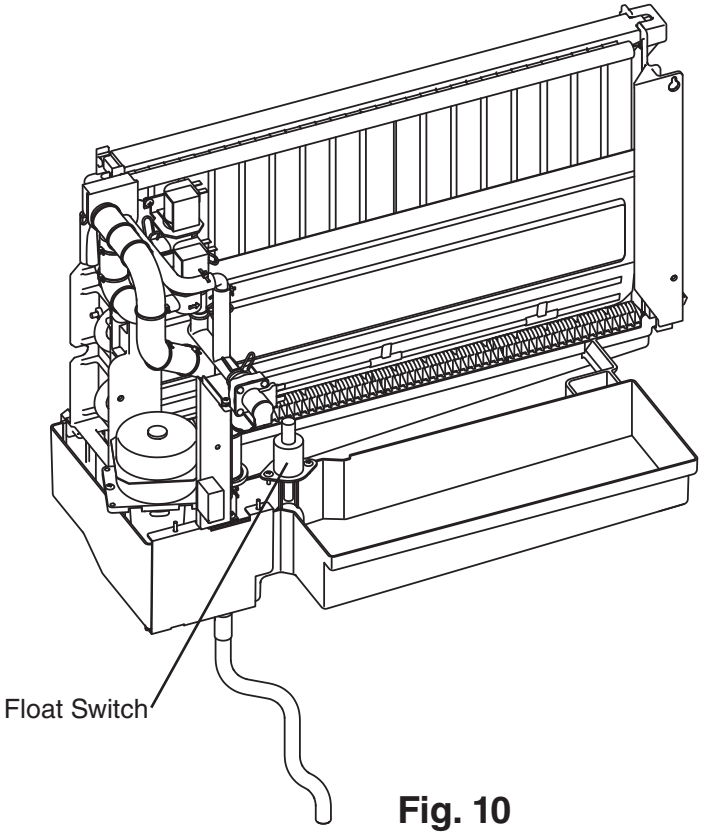

Fig. 10
19) Wash the bin control switch, water tank, float switch, cube guides, and overflow pipe by using a nylon scouring pad, brushes and the cleaning solution. See Fig. 10. In addition to the removed parts, also wash the bin liner and brackets (L) and (R) with the solution.